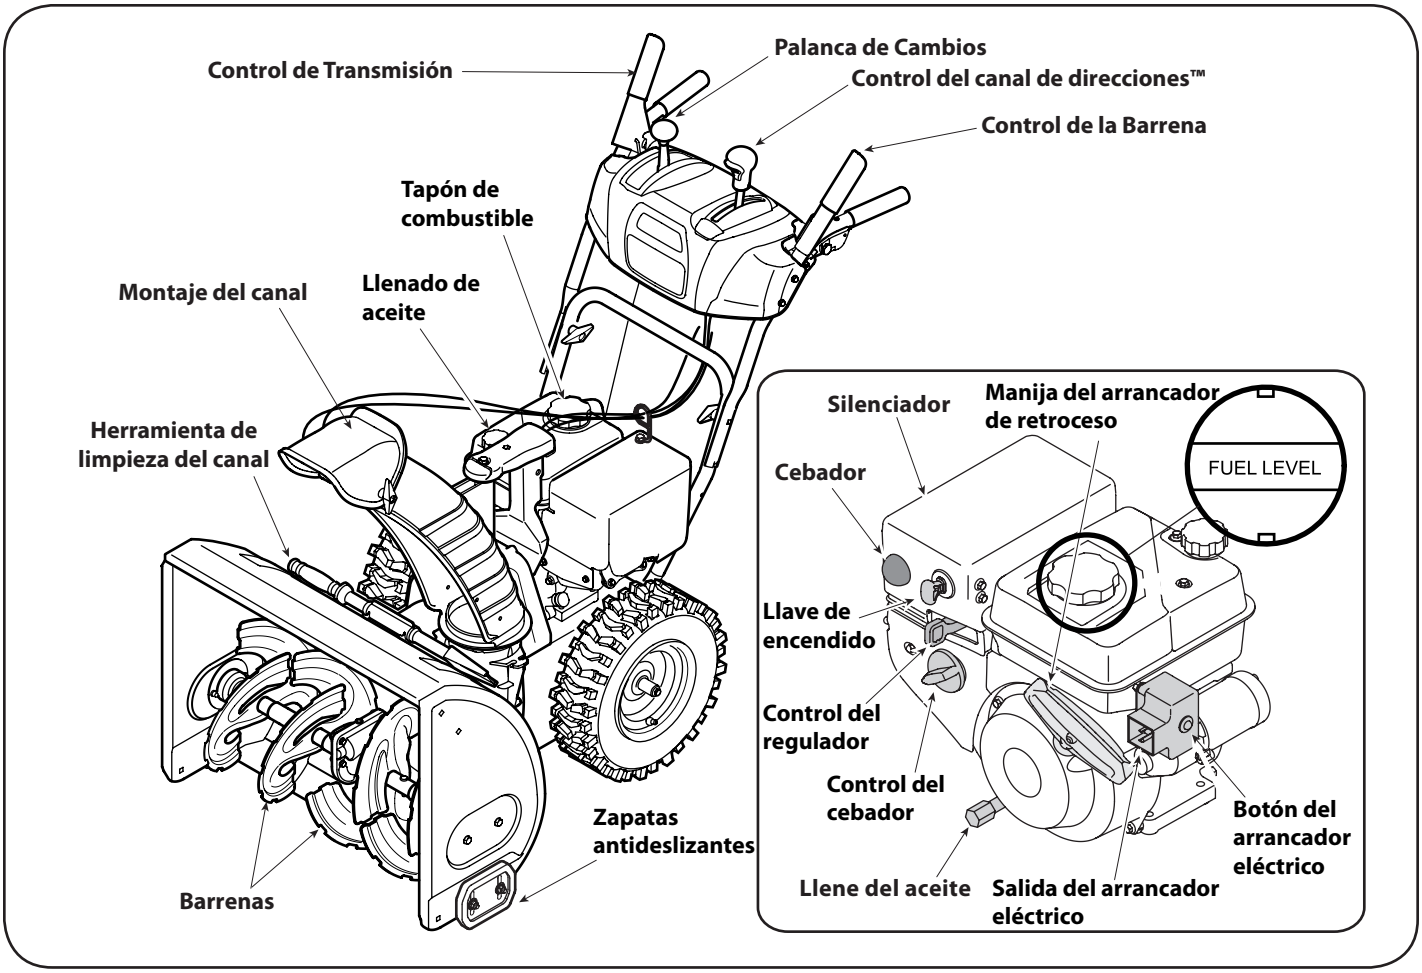

Figura 10
Ahora que ya ha ajustado su la máquina quitanieve para la operación, familiarícese con sus controles y características. Vea la Figura 10.
2. En el tanque de combustible hay un indicador de nivel. Llene el tanque hasta llegar al nivel de combustible del indicador. Vea la Figura 10. Tenga cuidado para no llenar el depósito en exceso.